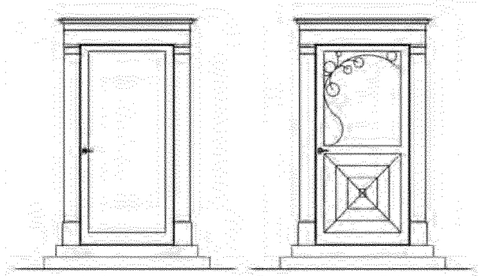

*Figure 26*
- Storm doors and screen doors shall be full view, free of decorative trim, and match the color of the exterior trim of the house. See Figure 26.